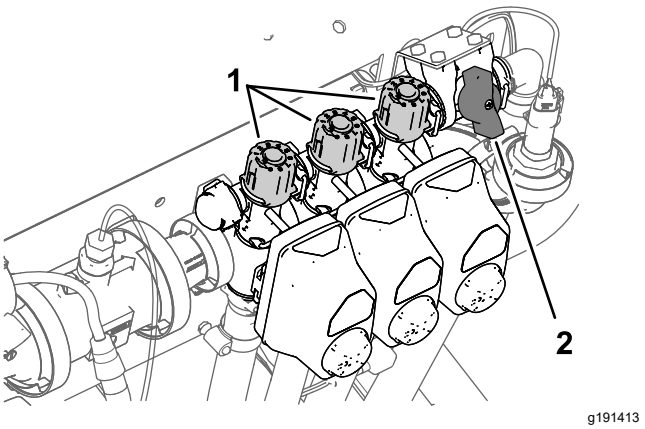

Figura 27
2. Desligue o interruptor da secção esquerda e ajuste o manípulo de distribuição da secção (Figura 27) até que a leitura da taxa se encontre no nível anterior de acordo com a tabela.
4. Ajuste o manípulo de distribuição da secção direita (Figura 27) até que a leitura da taxa se encontre no nível anterior de acordo com a tabela.
6. Ajuste o manípulo de distribuição da secção central (Figura 27) até que a leitura da taxa se encontre no nível anterior de acordo com a tabela.